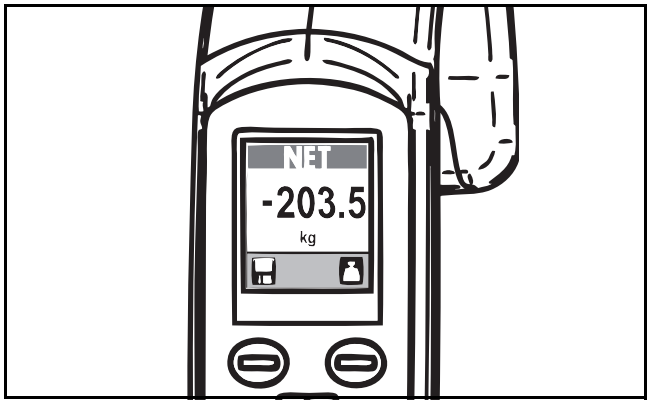

Abb. 68
3) Bringen Sie den Gurt wieder am MAXI MOVE an. Lassen Sie das Minuszeichen vor dem angezeigten Wert unberücksichtigt. Warten Sie, bis sich die Gewichtsanzeige stabilisiert hat. Der angezeigte Wert ist das Gewicht des Bewohners (siehe Abb. 68).